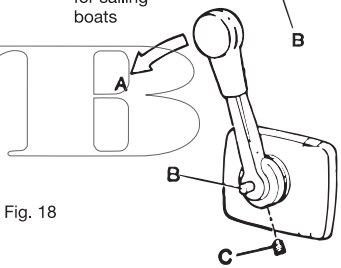

Fig. 18
• Tighten the clamp screw (C fig. 18) and make sure the lever is securely attached to the shaft.